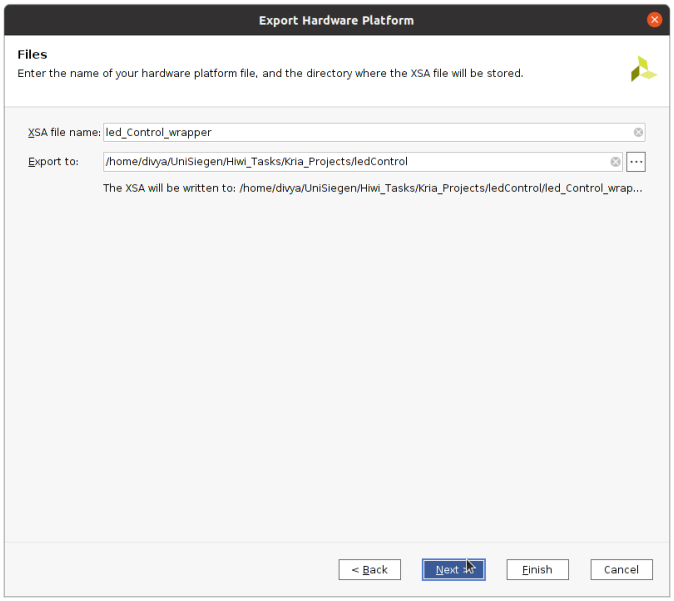

Figure 16: Choose Hardware Platform Location
12. Next window will show the **.XSA** file name and location. Remember this file's location, because we will need it for next steps. Then click on **Next**. Refer figure 16.